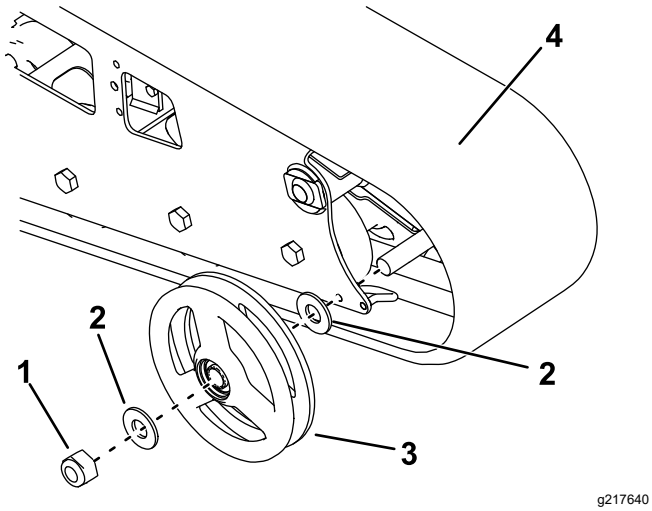

**Figur 66**
7. Ta bort muttern som håller fast det yttre framhjulet och ta sedan bort hjulet (Figur 66).
8. Ta bort larvbandet (Figur 66).
9. Dra ut de fyra stora brickorna från de två yttre hjulen, en på varje sida av vardera hjul (Figur 66).
12. Montera det nya larvbandet (Figur 66).
13. Montera det yttre framhjulet och fäst det med samma mutter som du tog bort tidigare (Figur 66).